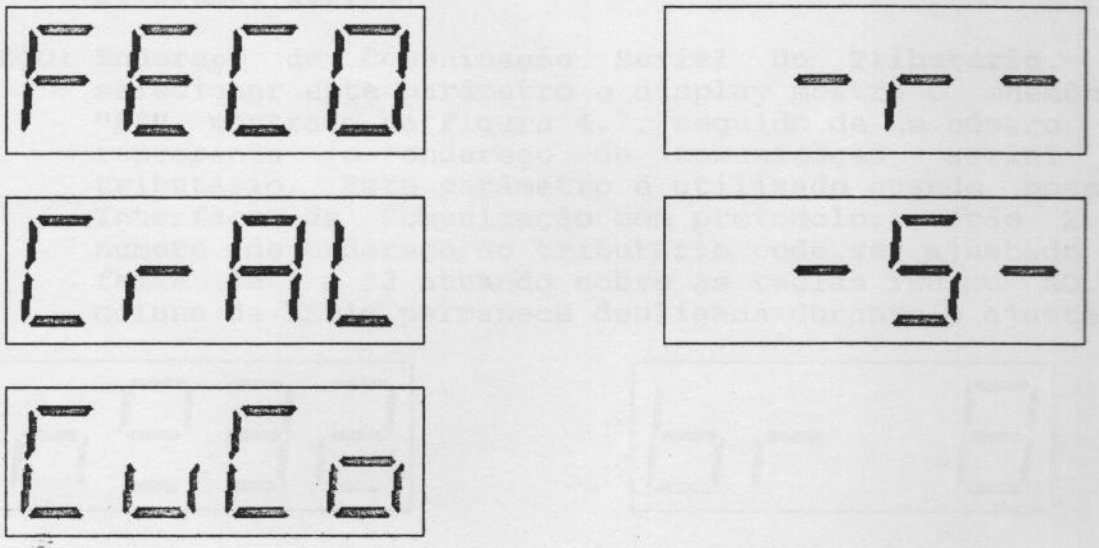

Figura 4.6
T (opção de entrada 5 no Código Descritivo), serão visualizados no display **"FECO"** (J), **"CrAL"** (K) ou **"CUCO"** (T), que poderão ser selecionados pelas teclas **YES** ou **NO**. Para os equipamentos com a entrada de termopar do tipo R ou S (opção de entrada 6 no Código Descritivo), serão visualizados no display **"-r-"** (R) ou **"-S-"** (S). Antes de inicializar o controle do processo, esteja certo que o tipo de entrada foi selecionada corretamente. As telas com os mnemônicos indicados, podem ser vistas na Figura 4.6.